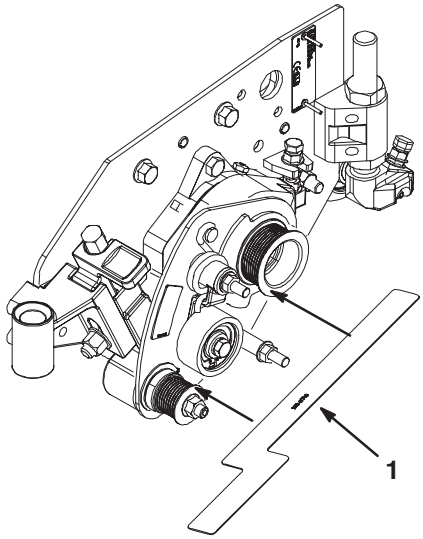

Figure 12
24. Using the alignment tool, check the alignment of the drive and driven pulleys (Fig. 12). If the pulleys do not align, the driven pulley can be adjusted in or out by adding or substituting .474 ID x .938 OD x .030 thk. washers. The pulleys should be aligned to within .015 in. After the pulleys are aligned, torque the nut to 25 ft–lbs.